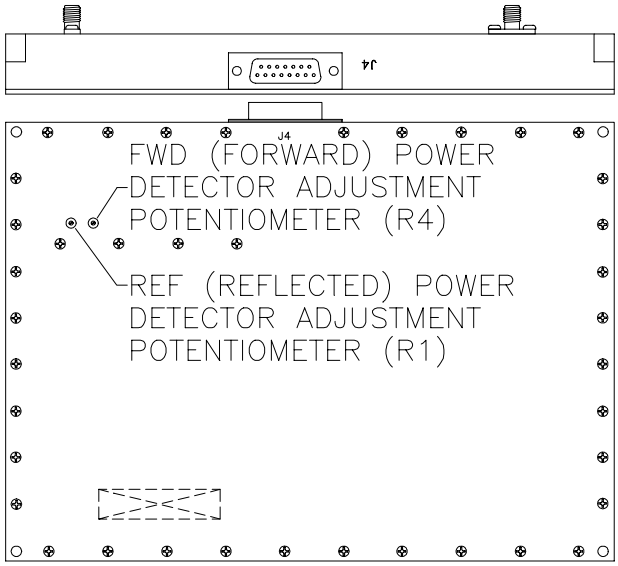

Figure 6-64 Driver Output Control Alignment Pot Locations
12. On the rear of the Driver Control Output Assembly, adjust the FWD detector (the port-hole furthest from to the edge of the assembly, see Figure 6-64) so that the SCMI display reads ~600W.